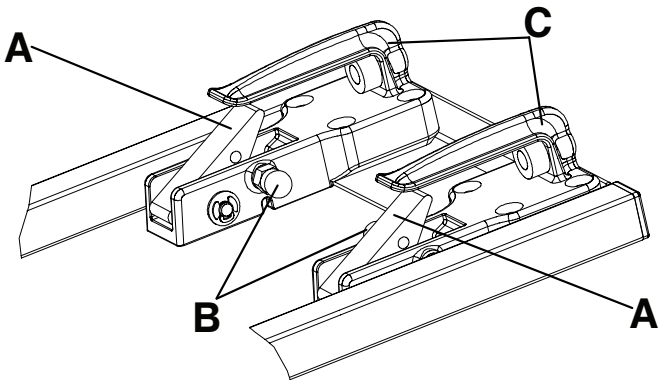

Figur 18 – Tvåstegslås
Obs! - Fotändens spärrhus är utrustat med ett tvåstegslås (Figur 18). När bårvagnen är låst i fästsystemet kommer den röda frigöringsknappen att återgå till sitt ursprungliga läge.
Frigör bårvagnen från tvåstegslåset genom att dra i båda röda frigöringsrattarna (B) på insidan av de främre fästkrokarna (C) (Figur 18).